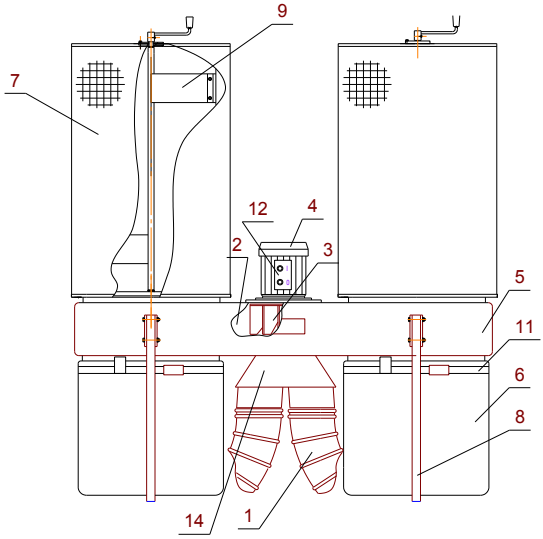
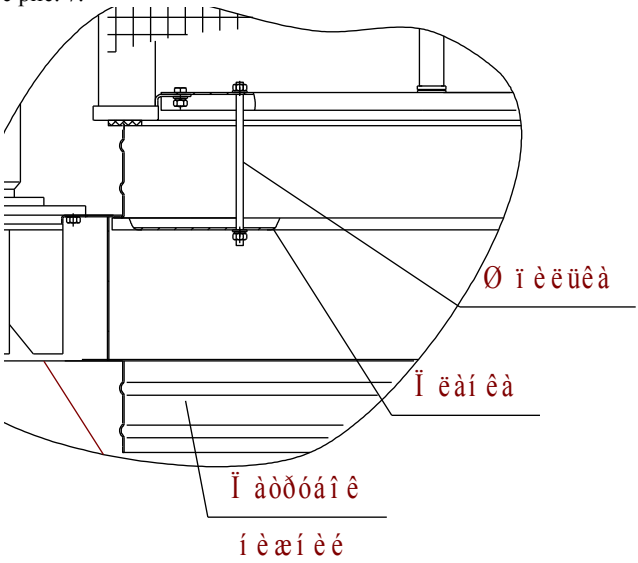

Рис. 5
Рис. 7
5.2 Воздушный поток (см. рис.5) по воздуховоду 1 через патрубок 13 поступает в центральную часть улитки 2 где вращающееся рабочее колесо 3, приводимое в действие электродвигателем 4, ускоряет поток и вводит его в корпус 5.
6.2.3 Собрать установку (рис.5). Монтаж кассеты на установку производить в соответствии с рис. 7.